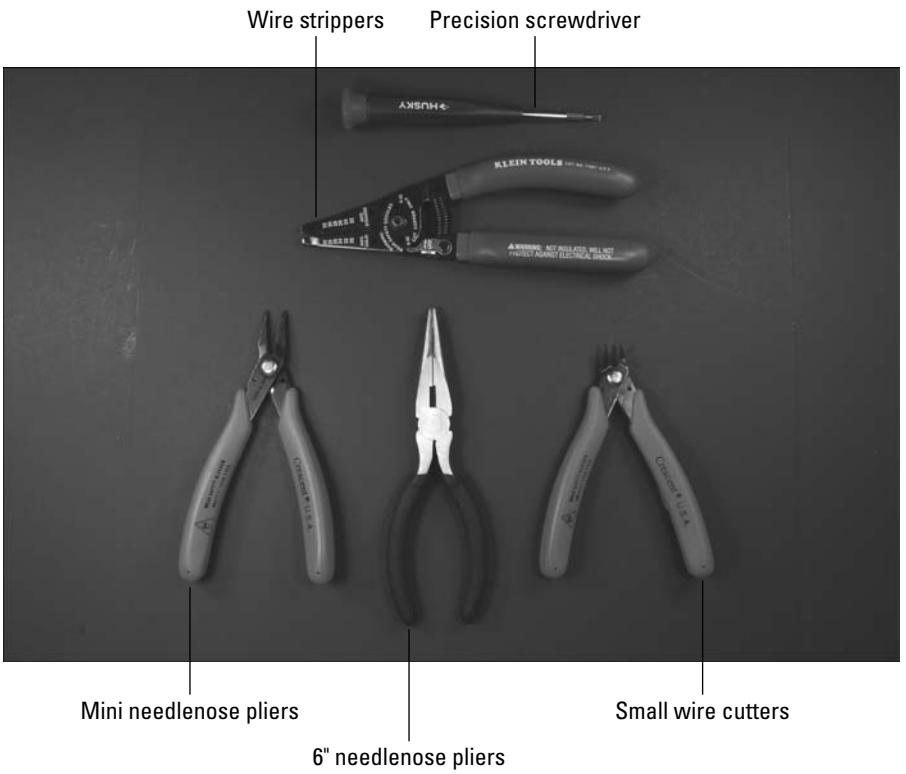

Figure 3-4: Handy hand tools.
- **Standard sized needlenose pliers:** These are useful for tasks where you need to apply more strength than mini needlenose pliers can handle. You can see both standard-sized needlenose pliers and the smaller version in Figure 3-4.
- **A small pair of wire cutters:** These are useful for clipping wires in close quarters, such as above a solder joint. The standard size of wire clippers you find at hardware stores is so large that you might have trouble clipping the wire with enough precision. You can see the smaller version in Figure 3-4.